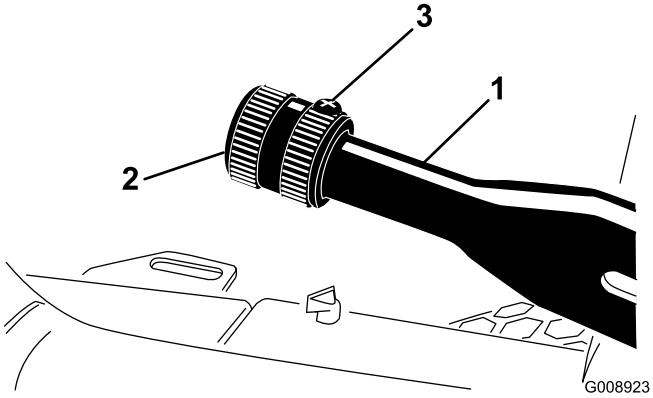

**Figur 52**
1. Lossa ställskruven som fäster ratten vid parkeringsbromsspaken (Figur 52).